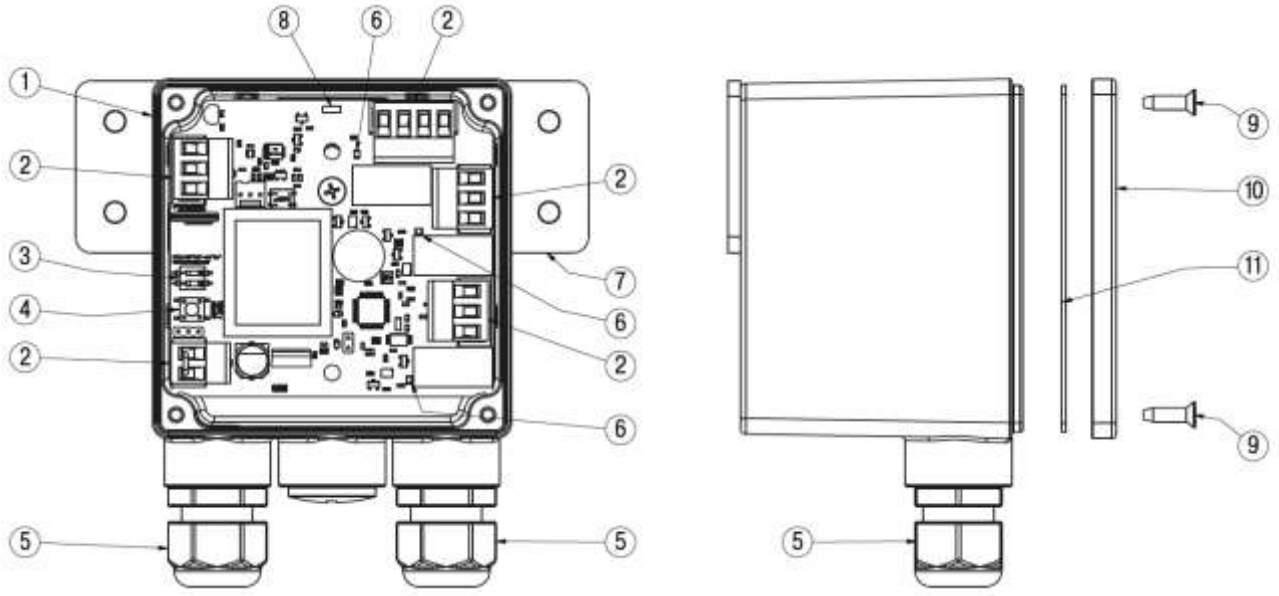

Рис.1
Сенсор (рис. 1) состоит из: пластмассовый корпус (1); контакты (2); DIP переключатель (3); кнопка «ТЕСТ/СБРОС» (4); кабельные вводы (5); вспомогательные индикаторы (6); кронштейн крепления сенсора (7); RGB индикатор состояния сенсора (8); винты крепления крышки корпуса (9); крышка корпуса (10); резиновое уплотнение (11).